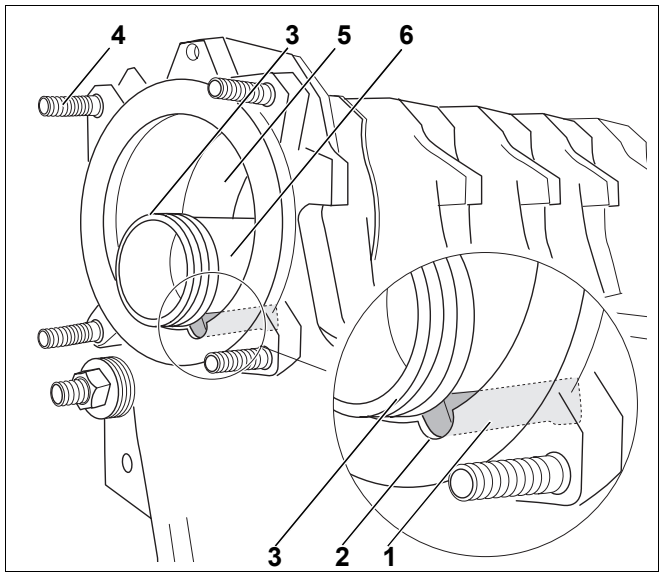
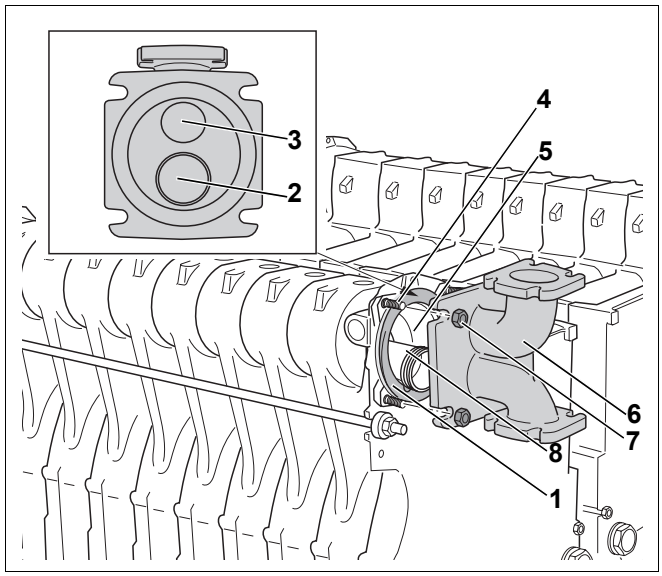

Rys. 26 Pozycja łącznika rury zasilającej
Rys. 27 Montaż kształtki przyłączeniowej
Należy sprawdzić, czy krzywka (rys. 26, **poz. 1**) łącznika rury zasilającej prawidłowo weszła w rowek wpustowy (rys. 26, **poz. 2**) górnej piasty (rys. 26, **poz. 5**).
- Powierzchnie zewnętrzne pierścienia uszczelniającego rurę zasilającą (rys. 26, **poz. 3**) należy posmarować środkiem antyadhezyjnym.
- Podczas montażu kształtki przyłączeniowej (rys. 27, **poz. 6**) należy zwrócić uwagę na to, aby większy otwór (powrót rys. 27, **poz. 2**) znajdował się na dole, a otwór mniejszy (zasilanie, rys. 27, **poz. 3**) na górze.
Jeżeli nie można spasować kształtki przyłączeniowej (rys. 27, **poz. 6**) na rurze zasilającej (rys. 27, **poz. 8**) ani przykręcić jej śrubami dwustronnymi (rys. 27, **poz. 4**), oznacza to, że rura zasilająca (rys. 27, **poz. 8**) nie została dobrze włożona w górną piastę (rys. 27, **poz. 5**). Trzeba trochę wyciągnąć rurę zasilającą (rys. 27, **poz. 8**) i poprawić ustawienie w piaście górnej (rys. 27, **poz. 5**) przy ponownym wkładaniu rury.
- Płaszczyzny uszczelniające (rys. 27, **poz. 1**) należy pokryć równomiernie minią.
- Zamontować kształtkę przyłączeniową (rys. 27, **poz. 6**) przy pomocy nakrętek z włożonymi podkładkami (rys. 27, **poz. 7**) i włożoną uszczelką płaską (rys. 27, **poz. 1**) na śrubach dwustronnych (rys. 27, **poz. 4**) piasty górnej (rys. 27, **poz. 5**) (zobacz również rys. 26).